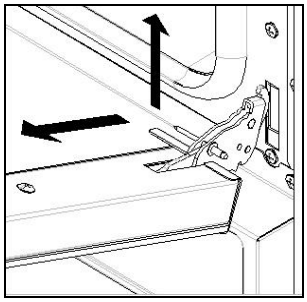

Рис. 4
- слегка приподнять дверку и снять ее (Рис. 4);